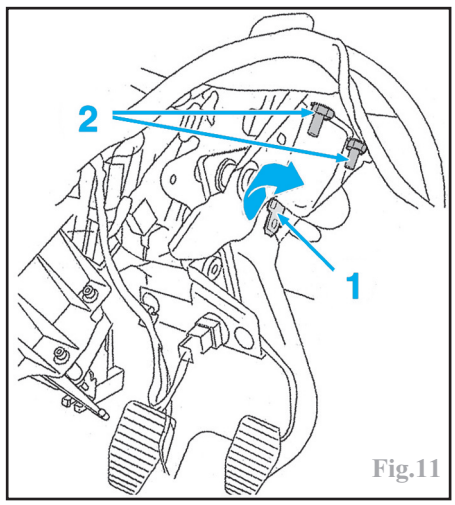

Fig.11
-l'axe de liaison (1) de la tige de poussée du servofrein à la pédale de frein (Fig.11).
-les écrous de fixation (2) du servofrein sur le pédalier.